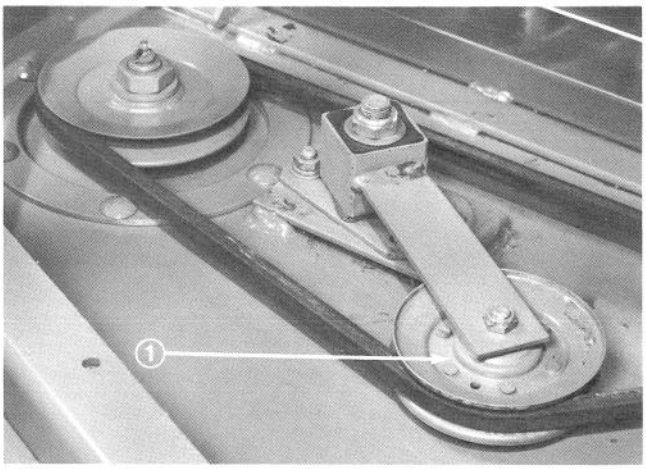

Figure 46
3. Loosen two nuts securing idler plate so tension of the idler pulley against the belt is released (Fig. 46).